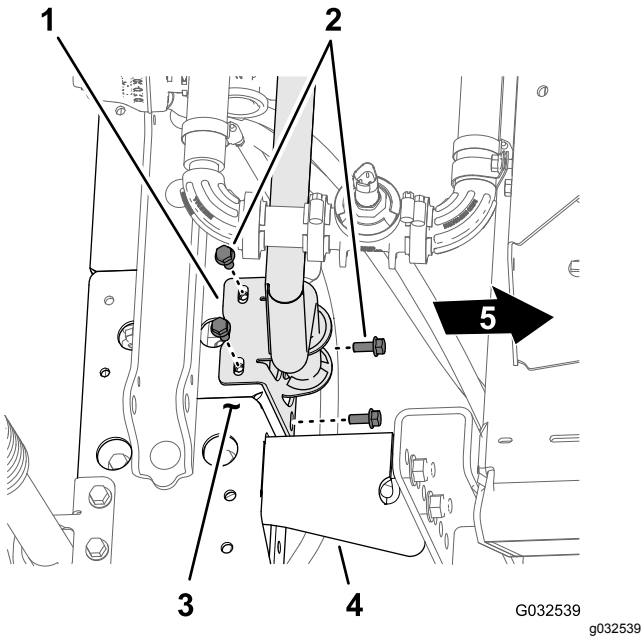
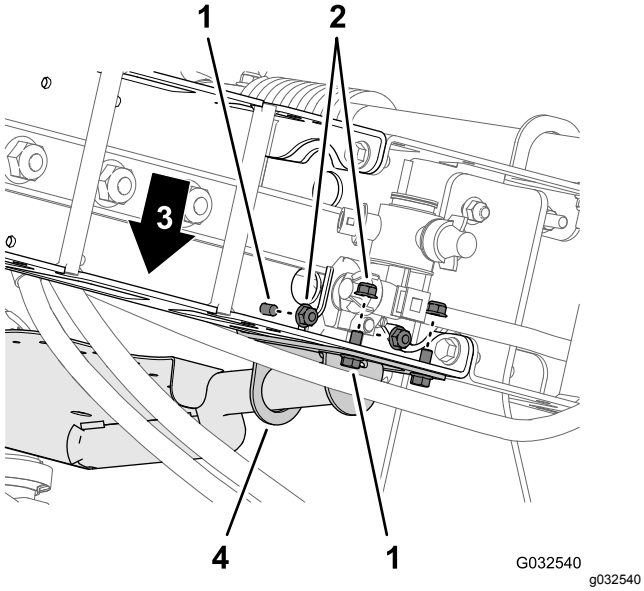

Figur 88
Figur 89
2. Rikta in hålen i ventilfästets monteringsfäste med hålen i centersprutrampssektionens fackverksram (Figur 88).
3. Montera ventilfästet på fackverksramen (Figur 88 och Figur 89) med fyra skruvar (5/16 x 3/4 tum) och fyra flänslåsmuttrar (5/16 tum).